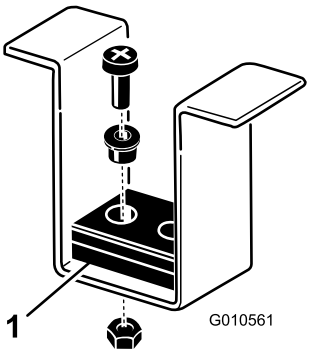

Figura 10
8. Accertate che i perni dell'altezza di taglio siano correttamente posizionati sugli ammortizzatori del telaio (Figura 10). In caso contrario, posizionate uno o più spessori sotto l'ammortizzatore per sollevarlo e ottenere l'allineamento corretto.